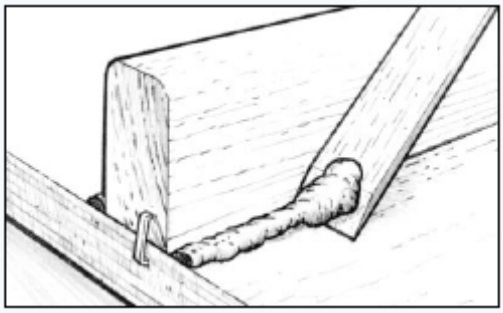

Рис.12. Удалите или отформуйте излишки материала, выступающего из пазов.
4. Удалите или отформуйте излишки, выдавленные из стыка сразу после того, как детали будут зафиксированы зажимами. Идеальный инструмент для этого – это палочка для смешивания WEST SYSTEM 804, один из концов которой заточен подобно лезвию стамески *(Рисунок 12)*. Перед снятием зажимов убедитесь в том, что материал застыл.